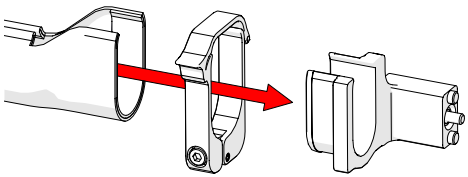

Fig. 192 - Slide tube around mount
2. Slide the clamp around the sleeving first and then slide the sleeving around the outside of the HT cable management mount *(Fig. 192)*.